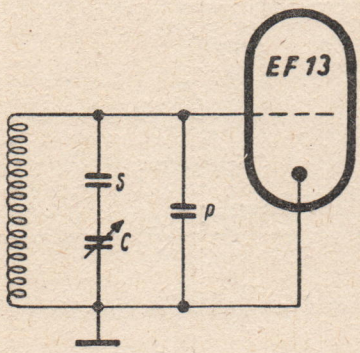

Abb. 208. Banddehnung beim Siemens 15 W
1. Die Banddehnung unter Verwendung des normalen Drehkondensators C mit einem Serienkondensator S und einem Parallelkondensator P, der der Serienschaltung parallel liegt. Diese Lösung ist beim Siemens 15 W durchgeführt, wobei das 19-m-, 25-m- und 31-m-Band jeweils über die ganze Skala gedehnt wird. Für jedes Band wird ein entsprechender Spulensatz im Vorkreis, Zwischenkreis und Oszillatorkreis eingeschaltet, der zusammen mit dem Serienkondensator S von 100 pF und dem Kondensator P von 330 pF sowie dem normalen 500-pF-Abstimmdrehkondensator das betreffende Band überstreicht. Damit man nun aber auch die Bänder erfaßt, die außerhalb der gespreizten liegen, ist eine weitere Wellenschalterstellung vorgesehen, bei der der ganze Wellenbereich von 16—50 m mit dem Drehkondensator C überstrichen wird (vgl. Abb. 208).